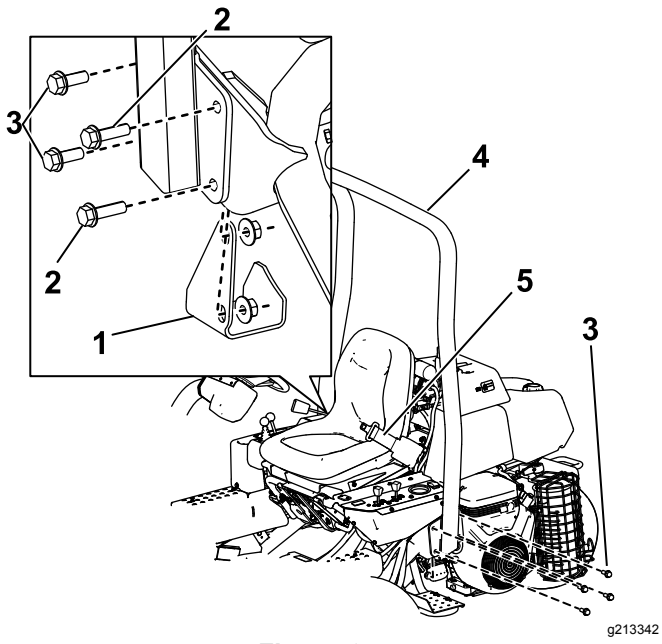

Figura 6
2. Baje la barra anti-vuelco (Figura 6) sobre los soportes de montaje, alineando los taladros de montaje.
3. Sujete cada lado de la barra antivuelco al soporte de montaje con 4 pernos (½" x 1½") y contratuercas (Figura 6).
5. Sujete el lado derecho de la barra antivuelco y el apoyo del gato que retiró anteriormente al soporte de montaje con 2 pernos (½" x 1½"), 2 pernos (½" x 1¾") y contratuercas, según se muestra en la Figura 6.